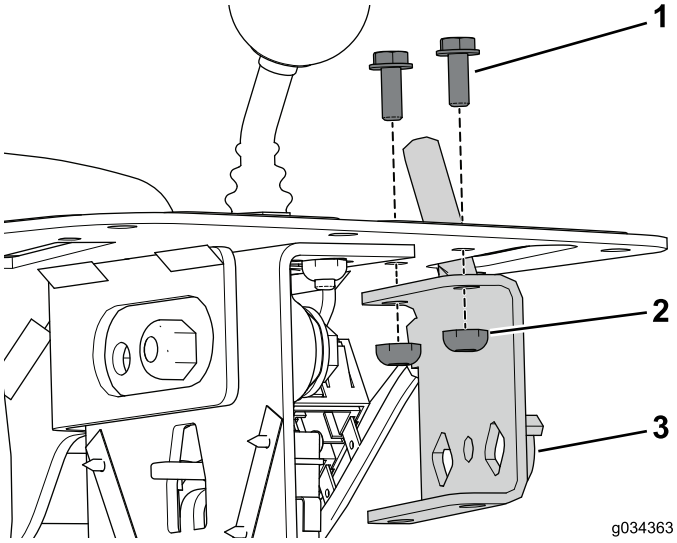

Figur 3
2. Ta bort och kassera de två skruvarna och låsmuttrarna som fäster gasreglageenheten vid konsolenheten (Figur 3).